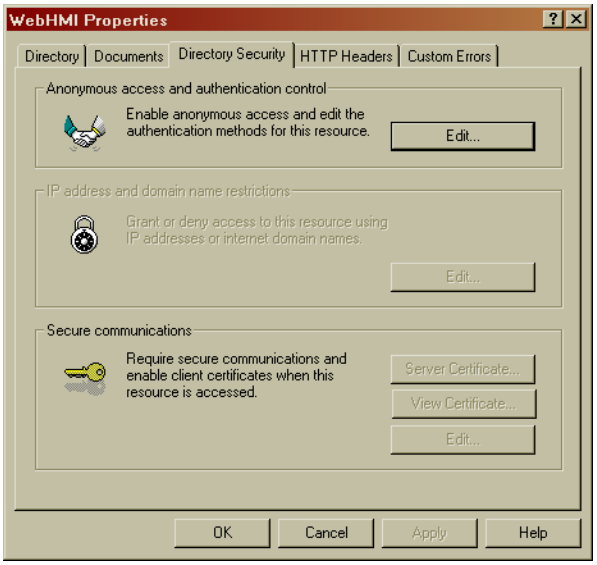

Figure C.5: WebHMI Properties: Directory Security
10. Close out the **Application Configuration** window and switch to the **Directory Security** tab of the **WebHMI Properties** window, as shown in **Figure C.5.** This tab allows you to configure **Anonymous access and Authentication control**.